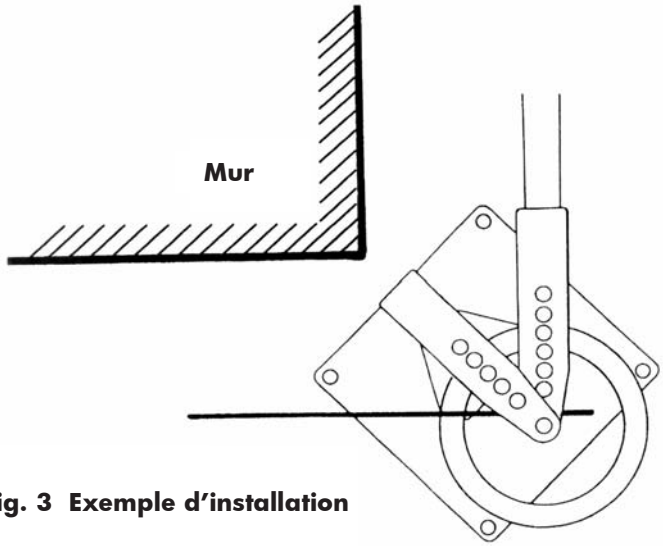

Fig. 3 Exemple d'installation
- Veillez à prévoir un espace suffisant autour de l'appareil (voir figure 3).